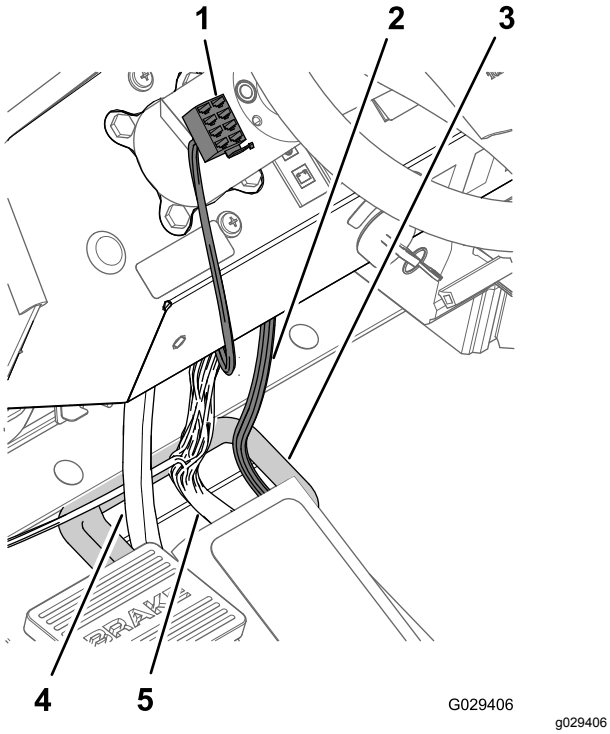

Figur 198
4. Dra kontakten med åtta uttag på änden av den 240 cm långa instrumentbrädsdelen över instrumentbrädan och till vänster om styrkolonnen (Figur 198).